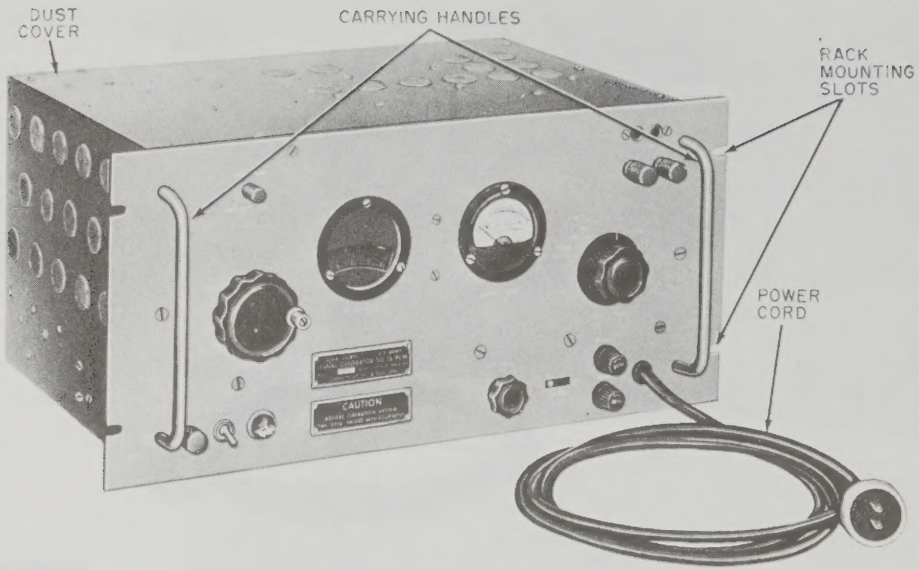

Figure 1–3. Decibel Meter ME–22(*)/PCM.
Test Set TS–140/PCM (fig. 1–1) which consists of Signal Generator SG–15(*)/PCM (*a* below) and Decibel Meter ME–22(*)/PCM (*b* below), is a portable test set designed for making transmission measurements of v-f (voice-frequency) and carrier equipment in the frequency range of 200 cycles through 35 kilocycles. It also is used for testing wire and cable lines to determine their suitability for use with such equipment in communication systems. Gain and loss may be measured directly by Test Set TS–140/PCM since the front panel controls and meters of both the signal generator and the decibel meter indicate power levels in dbm (decibels referred to 1 milliwatt in 600 ohms). Cross talk also may be measured by using the gain and loss measurement technique and making measurements through the entire frequency range of the equipment or wire line under test.
a. Signal Generator SG–15(*)/PCM. Signal Generator SG–15(*)/PCM (fig. 1–2) is a portable, heterodyne-type, vacuum-tube oscillator which provides a source of testing power for transmission measurements of carrier equipment and wire and cable lines. The signal generator is capable of supplying an output of –54 through +26 dbm to a 600-ohm load over a frequency range of 200 cycles through 35 kilocycles. It operates from a power source of 115– or 230–volt, 50– to 60–cycle a-c (alternating current) and has an output impedance of 600 ohms balanced. Signal Generator SG–15(*)/PCM also may be used as a source of testing power whenever there is a requirement for an audio oscillator or a signal generator in the same frequency range.
b. Decibel Meter ME–22(*)/PCM. Decibel Meter ME–22(*)/PCM (fig. 1–3) is designed to measure received testing power. The unit is arranged for an input impedance of 600 or